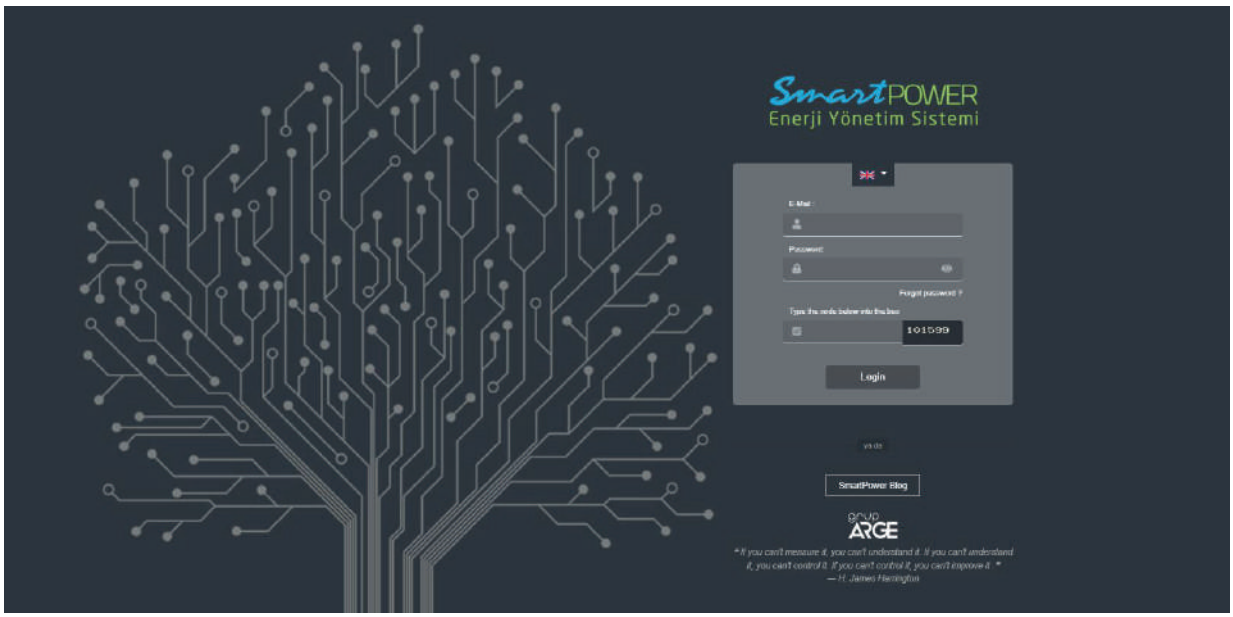

Figure 5.1
1. *Go to www.enerjitakibi.com. The login screen shown in Figure 5.1 will appear.*